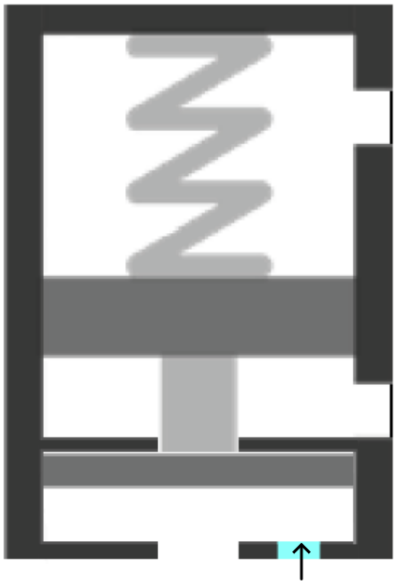
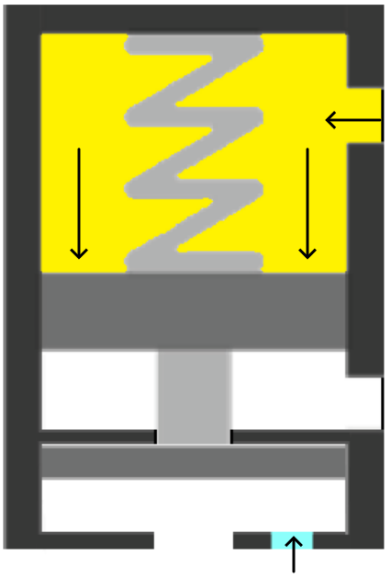
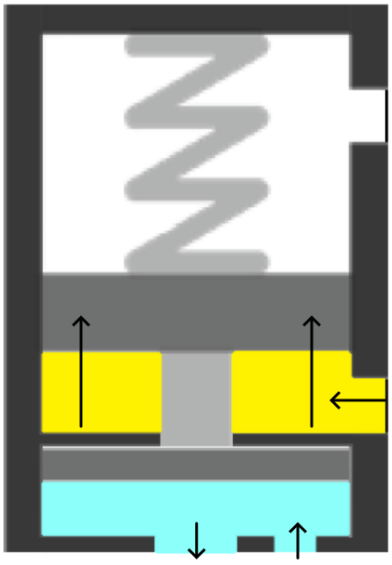

Abbildung 03 – Ruhestellung einfache Wirkung
Abbildung 04 – Ruhestellung doppelte Wirkung
Abbildung 05 – Dosierphase einfache und doppelte Wirkung
Bei einfachwirkender Funktion hält eine Feder das Ventil im geschlossenen Zustand. Damit das Ventil geschlossen bleibt, muss der Fluiddruck unter dem von der Feder erzeugten Druck liegen (siehe Abbildung 03). Das Fluid befindet sich am Fluideingang, der durch die Membran blockiert wird. Diese wird von der Nadel in Position gehalten, die wiederum durch die Feder nach unten gedrückt wird. Wird ein pneumatischer Druck am Öffnungseingang angelegt, hebt sich der Kolben an. Dadurch werden auch die Nadel und die Membran angehoben, sodass das Fluid bis zur Düse gelangen kann (siehe Abbildung 05).
Bei doppelter Wirkung ist die Arbeitsweise ähnlich wie bei einfacher Wirkung, nur dass neben der Feder, die das Ventil geschlossen hält, ein pneumatischer Druck vom Schließeingang des Ventils vorhanden ist (Abbildung 04). Dies ist nützlich, wenn mit Fluiddrücken gearbeitet werden muss, die höher sind als der von der Feder ausgeübte Druck.
- Das Fluid steht unter Druck am Fluideingang und liegt an der Membran an; bei einfacher Wirkung drückt nur die Feder, um den Fluidauslass zu schließen (Abbildung 03), bei doppelter Wirkung auch der pneumatische Druck (Abbildung 04);
- Die Nadel hebt sich, hebt die Membran an und ermöglicht dem Fluid, auszutreten (Abbildung 05);